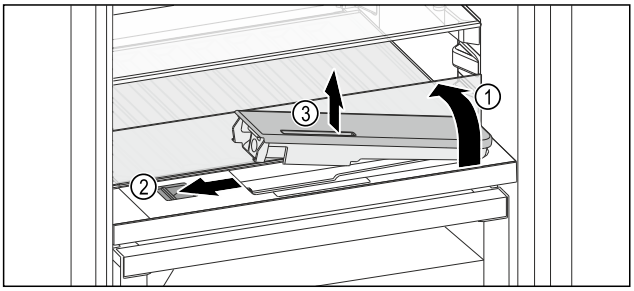

Fig. 194
▶ Soulever la tablette et la rabattre vers l'arrière jusqu'à la butée *Fig. 194 (1)*.
▶ Pousser le curseur *Fig. 194 (2)* vers la gauche.
▶ Sortir le filtre à eau *Fig. 194 (3)*.